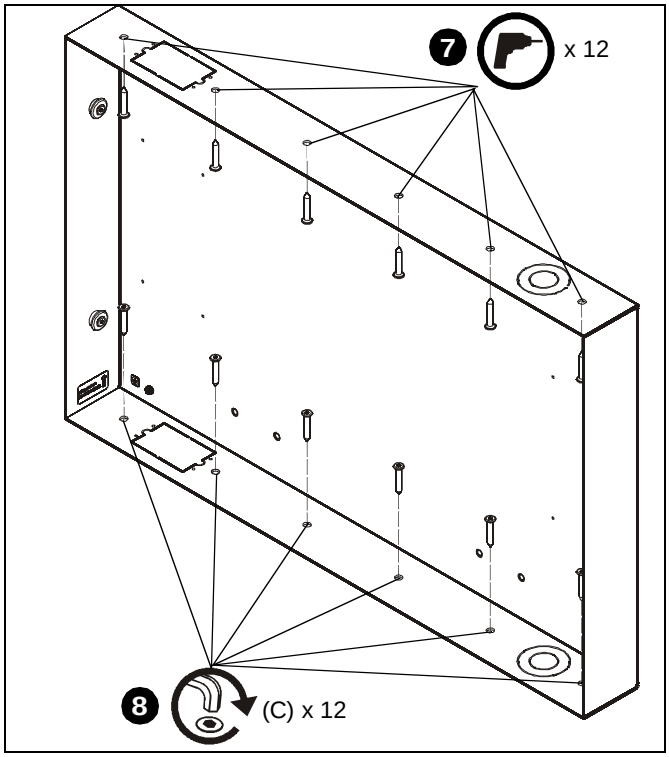

Figure 5
7. Drill eight 3/16” diameter pilot holes in horizontal framing at top and bottom mounting holes. (See Figure 5)
8. Attach the TA500 (A) to horizontal framing using twelve M7 x 40mm Allen head connector screws (C) using an M4 Allen head drill bit (F). (See Figure 5)